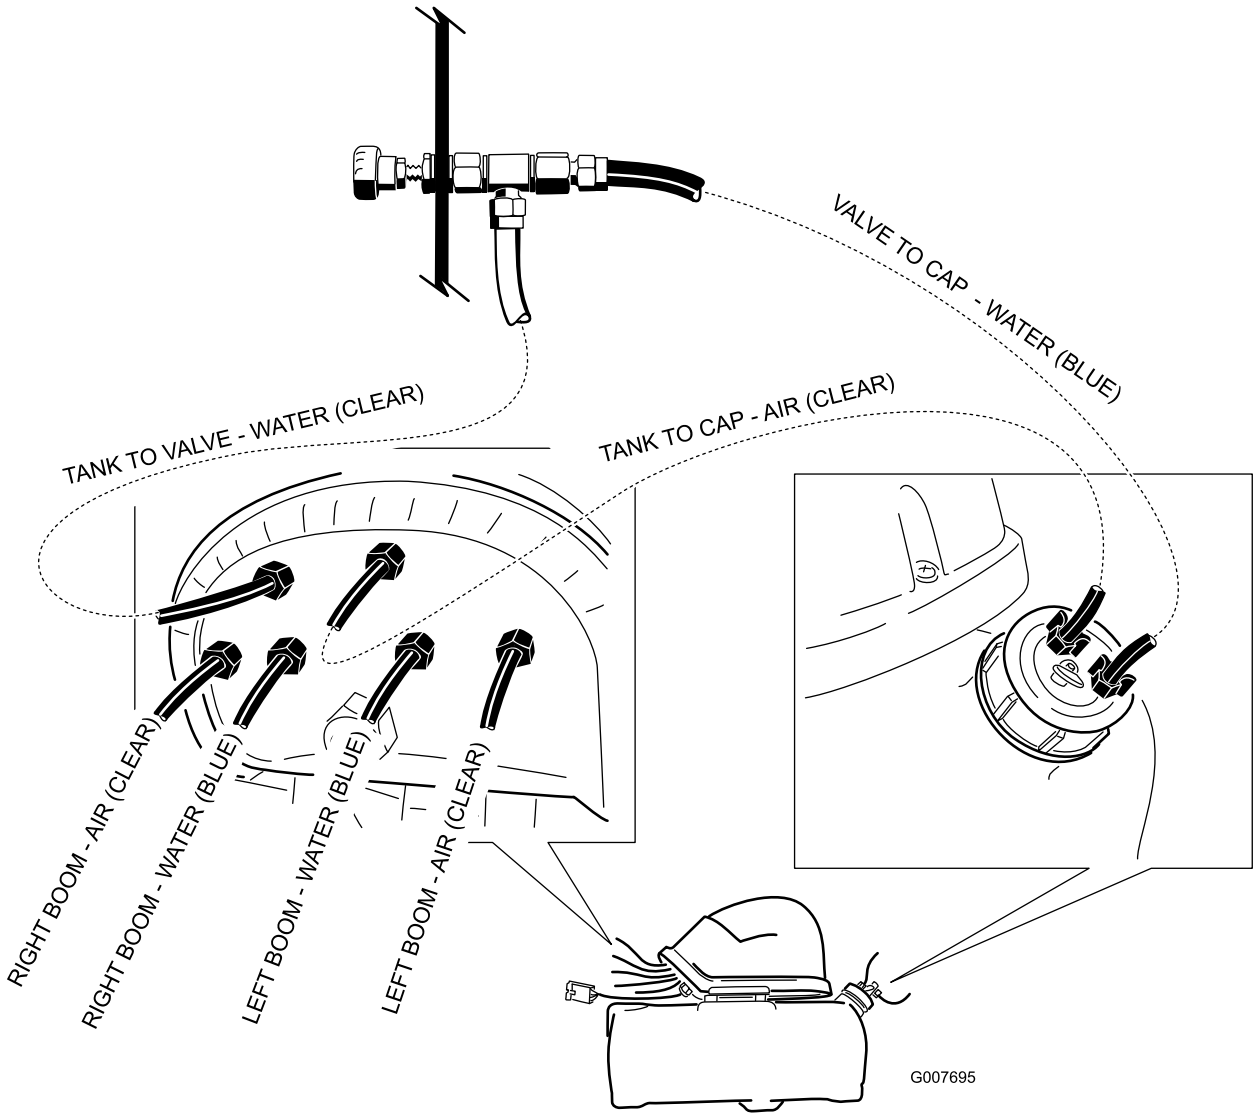

Figuur 23
3. Uiteindelijk moet de bekabeling eruitzien als op Figuur 23.